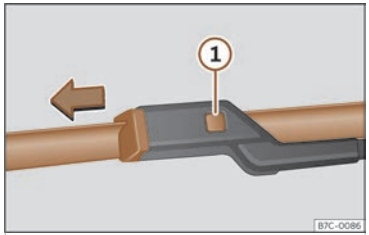

Fig. 173 Changing the windscreen wiper blades
- Press and hold release button ››› **Fig. 173** (1) and pull gently on the wiper blade in the direction of the arrow.